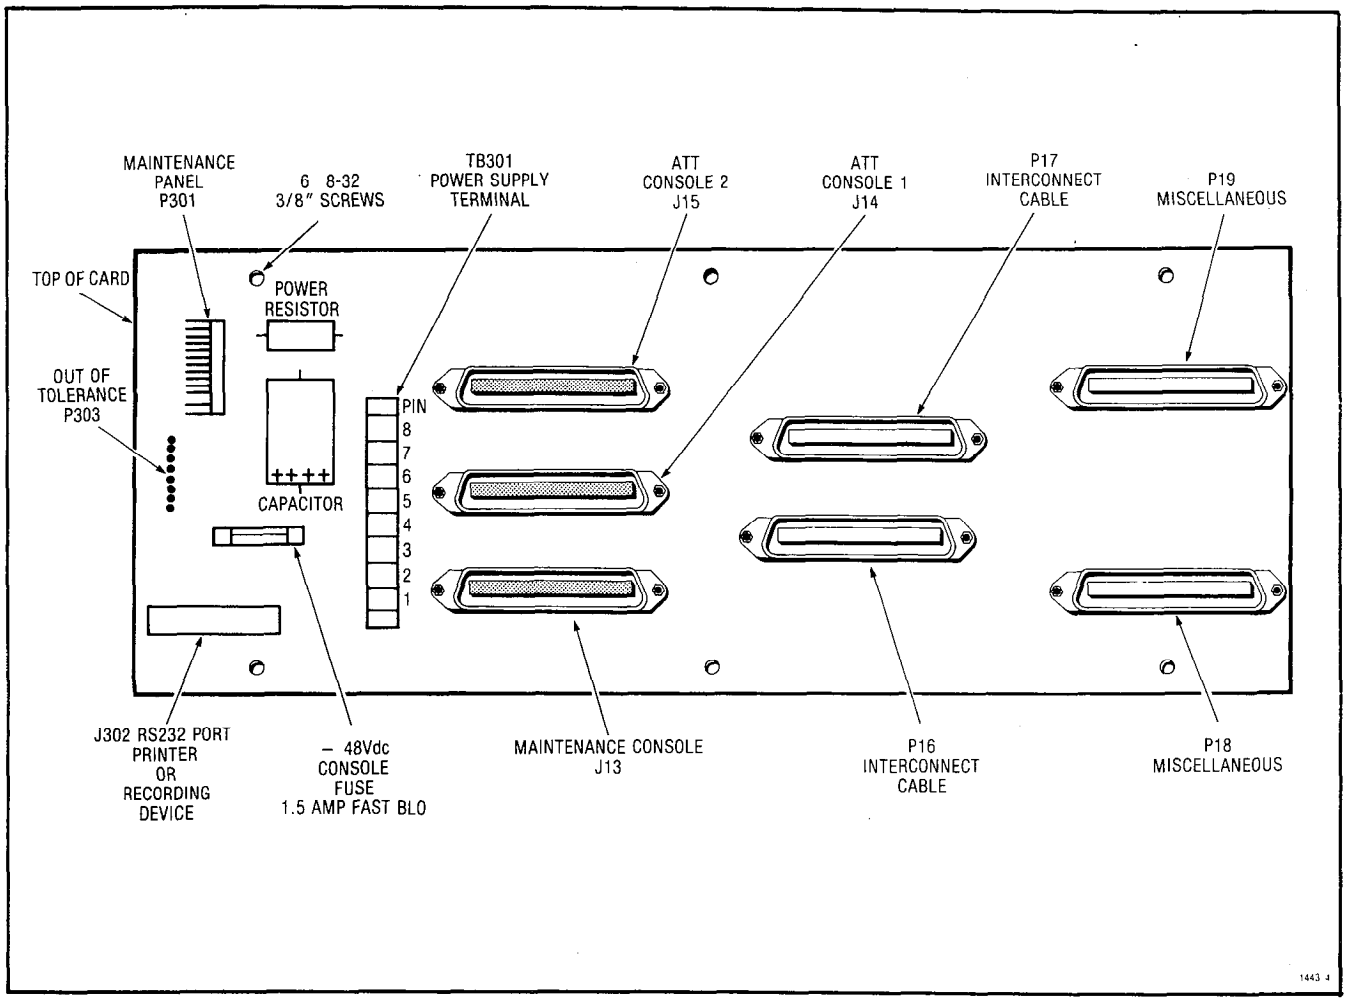

Fig. 2-5 SX-200 Interconnect Card
2.18 The SX-200 Interconnect Card (Fig. 2-5) provides a direct connection between the consoles (J13, J14 and J15) and the shelf backplane (P16 and P17). This board also contains the console fuse for protection of the console. Directly opposite the fuse is the RS232 printer port P302. For a complete description of this port see MITL9105/9110-98-450 and Table 2-6. Plugs P301 and P303 are the maintenance panel connector and the power supply out of tolerance monitor respectively. All power for the Interconnect card is supplied through the power supply terminal block TB301 on the board. Plugs J13, J14, and J15 are the console plugs. Plugs P16 and P17 provide interconnection between the Interconnect card and the shelf backplane. Plugs P18 and P19 provide a connection between the Interconnect card and the Cross Connect Field. P18 carries Night Bell Contacts, Music on Hold, and Paging access circuitry. P19 carries Tips and Rings for the card shelf slots 13 and 14. Thus the Interconnect card does as its name implies, by providing an interconnection between the PABX and external equipment, as shown in Appendix 3. Each component that terminates on the Interconnect card is listed in Table 2-7.